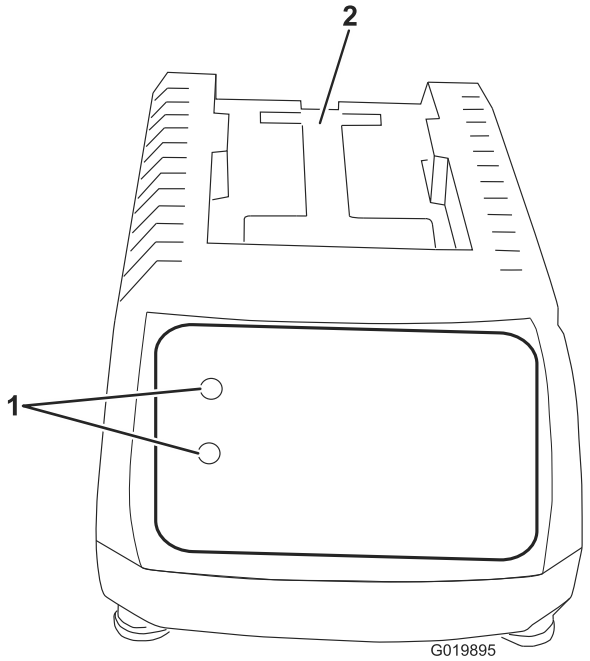
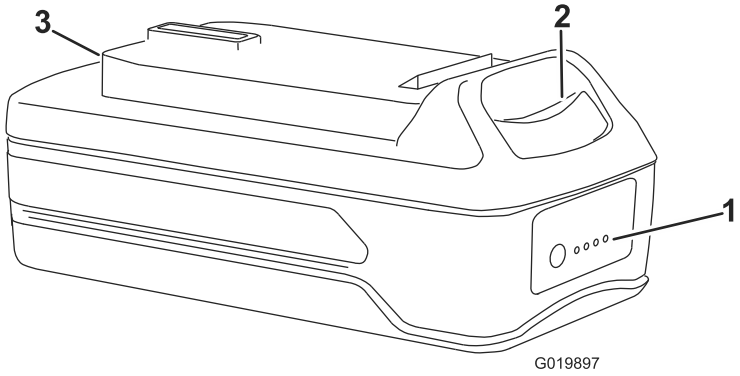

Figura 6
Figura 8
1. Ponga la batería boca abajo y alinee el terminal de la batería con la ranura del cargador (Figura 6 y Figura 8).